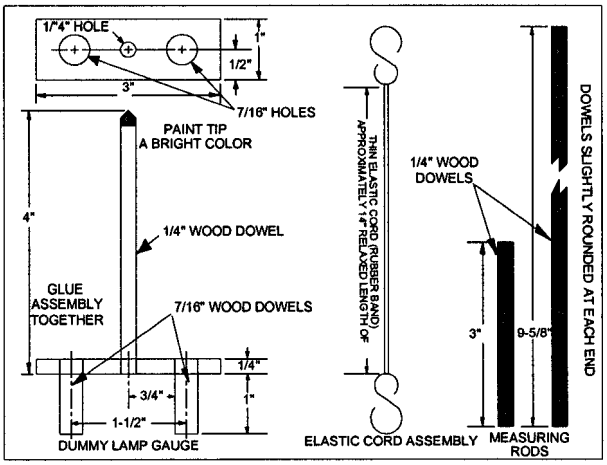

Figure 4-9
b. Install at least 4 elastic cord assemblies (Figure 4-9) on the clips securing the large glass mirror in the lantern. Use opposite locating clips for each cord assembly. The cords should cross at one point (snap to prevent binding). Remove both spherical reflectors from the lampchanger. Rotate the lampchanger turret to obtain access to the rear reflector by raising the trip lever (if in primary position), or rotating to the primary position (if tripped).